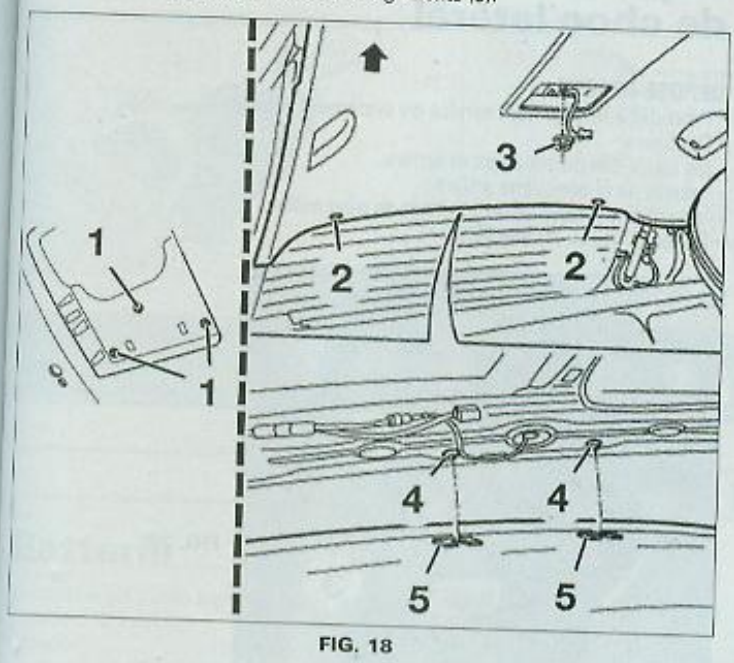

FIG. 18
• Dégrafer la garniture de pavillon (**Fig.18**) ; pour cela :
- déposer les vis (1) situé dans le plafonnier avant.
- dégager les fixations arrière (2).
- déposer l'écrou (3) situé dans le plafonnier arrière.
- sortir les attaches arrière (4) de leurs logements (5).